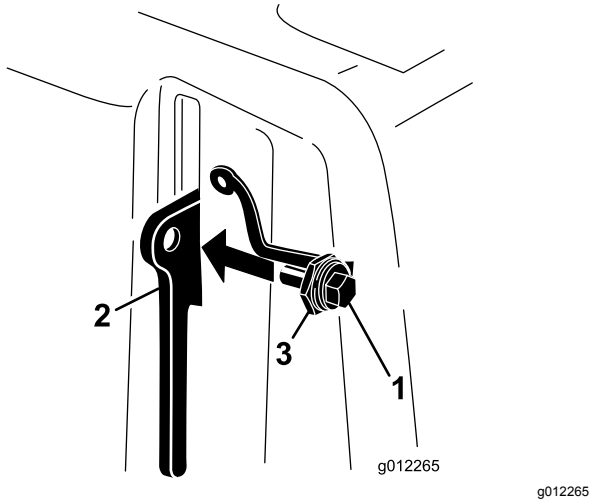

Figur 10
3. Før bolten inn i låsespaken (Figur 10).